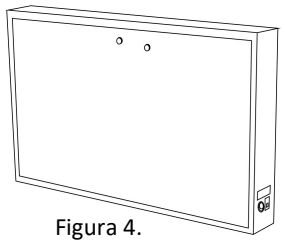

Figura 4.
2- Utilize os botões eletromagnéticos (2) para fixar a radiografia (Figura 4).